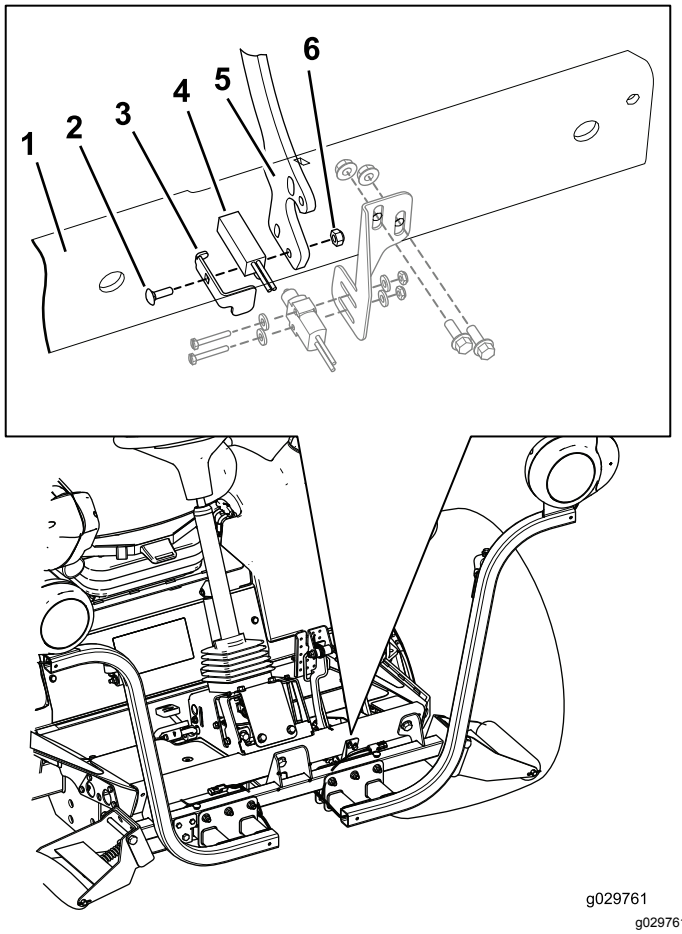

Figur 16
1. Demontera avståndsgivarenheten på bromspedalreglaget (Figur 16) och lägg alla delar förutom avståndsgivaren åt sidan.
2. Fäst avståndsgivarenheten på bromsspaken med vagnsskruven (nr 10 x 5/8 tum), bromssensorns platta, avståndsgivaren och låsmuttern (nr 10) i enlighet med Figur 16.